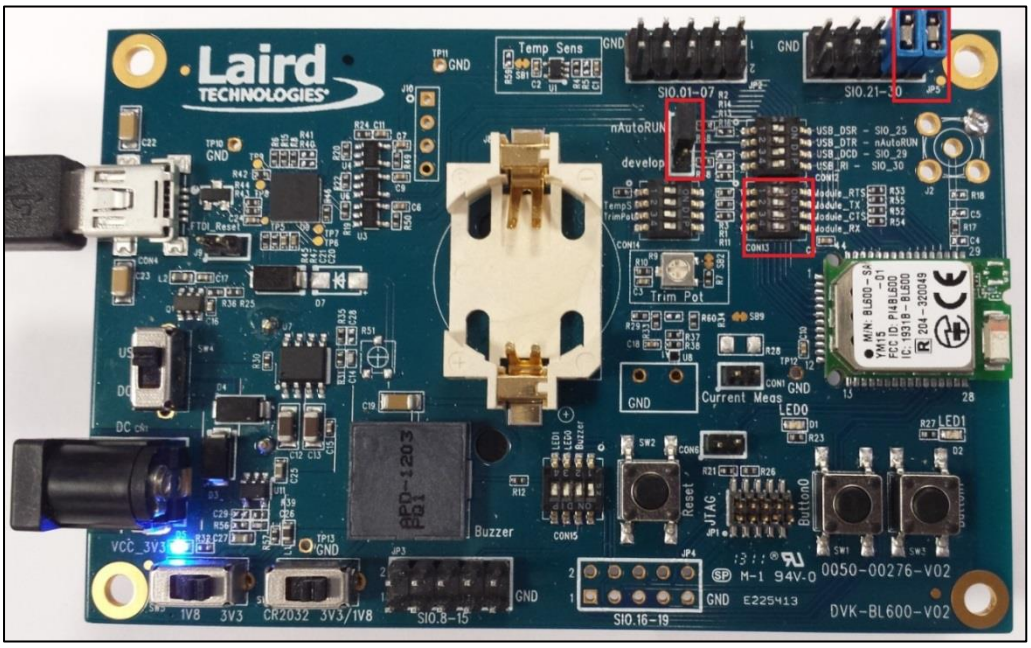

Figure 11: Host less autorun configuration
2. Use the jumpers link TX&RX, CTS&RTS as shown in Figure 11.